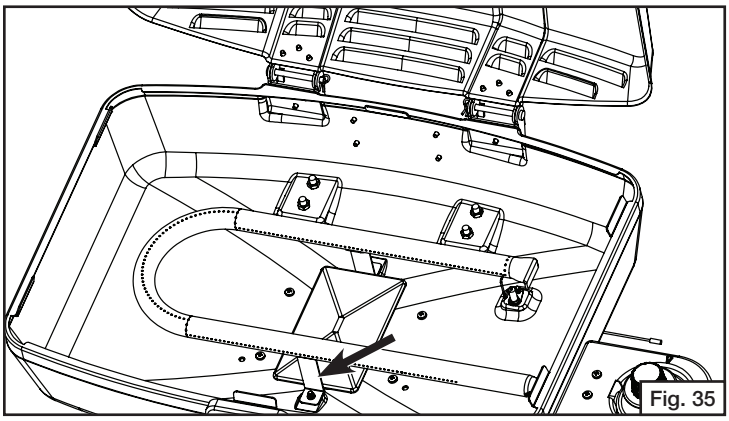

Fig. 35
3. Using a screwdriver, remove the self-tapping screws holding the burner clamps beneath the case and remove the burner. (Fig. 35)